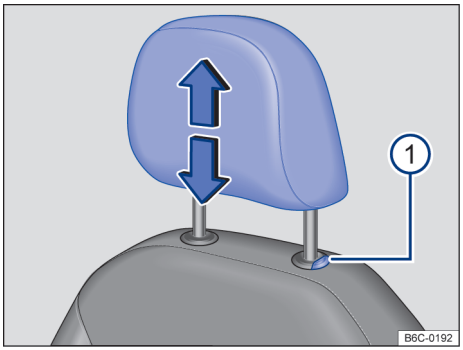
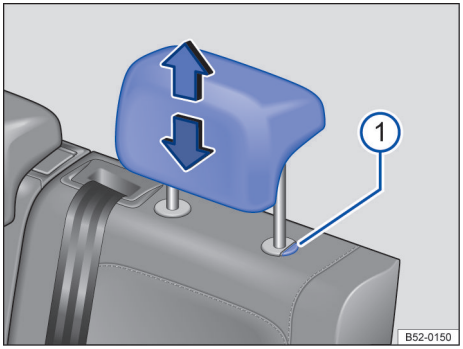

Fig. 65 Apoio para cabeça dianteiro: ajustar.
Fig. 66 Apoio para cabeça traseiros: ajustar.
– Deslocar o apoio para cabeça para cima ou para baixo na direção da seta com o botão → Fig. 65 ① ou → Fig. 66 ① pressionado → ⚠ em *Introdução ao tema* na página 82.